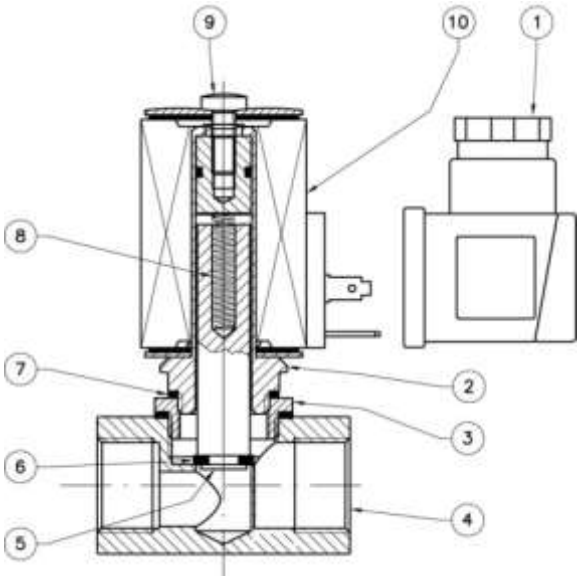

Рис. 1
Клапан (Рис. 1) состоит из: электрический коннектор (1); муфта катушки (2); латунное кольцо (3); корпус (4); подвижный сердечник (5); уплотняющая прокладка (6); алюминиевая шайба (7); пружина запирающего механизма (8); винт крепления катушки (9); электромагнитная катушка (10).